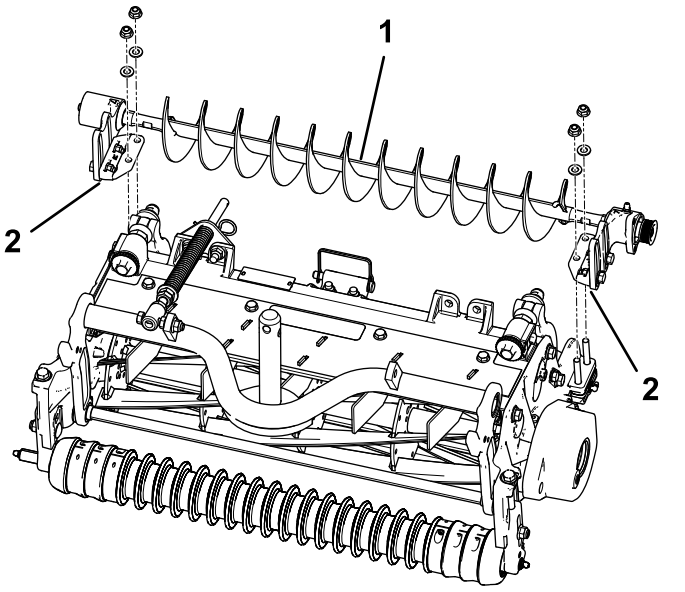

图 10
4. 将左侧或右侧的滚筒刷组件安装支架固定到滚筒支架螺栓上图 10。